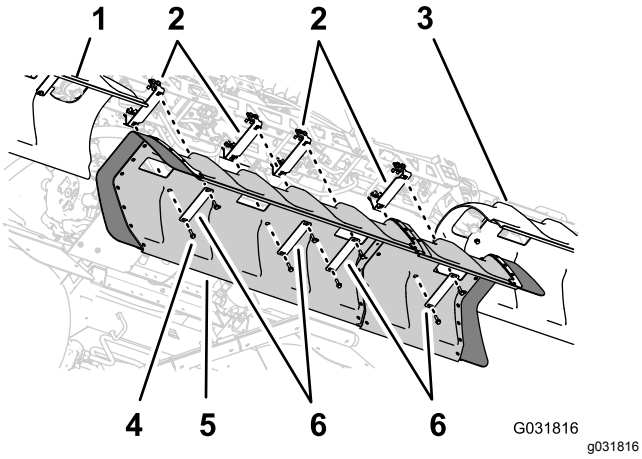

Figur 152
1. Juster hullerne i midtersektionsafdækningen, så de står ud for hullerne i afdækningens støttebeslag (Figur 152).
2. Juster hullerne i 2 af de dækselstropper, som du afmonterede i trin 1 i6 Afmontering af midtersektionsdækslet (11 dyser) på det valgfri bomafdækningssæt (side 15), så de passer med slangen i dækslet og 2 af støttebeslagene (Figur 152).
4. Juster hullerne i de 2 dækselstropper (Toro-delnr. 120-0629), så de passer med de 4 resterende huller i dækslet og 4 resterende huller i støttebeslagene (Figur 152).
5. Sæt dækselstropperne og dækslet på støttebeslagene (Figur 152) med de fire flangehovedbolte (5/16 x 1-1/4 tomme – Toro-delnr. 323-36).